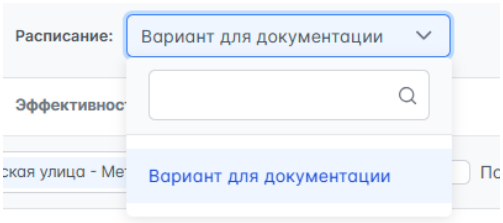

Рисунок 237 – Выбор варианта
2. Выбрать вариант расписания. Для выбора варианта необходимо нажать на ⌄ в соответствующем поле, откроется список доступных вариантов (рисунок 237), далее нажать на название требуемого. Для отображения аналитики доступны только те варианты расписания, по которым предварительно было построено расписание (см. п. 4.8.1.1). Выбранный вариант во всплывающем списке при повторном нажатии на ⌄ будет выделен синим цветом. При выборе варианта доступен поиск по названию. Для выполнения поиска необходимо ввести искомое в поле поиска – 🔍. Варианты, удовлетворяющие условиям поиска, автоматически отобразятся в списке. Поиск не чувствителен к регистру.